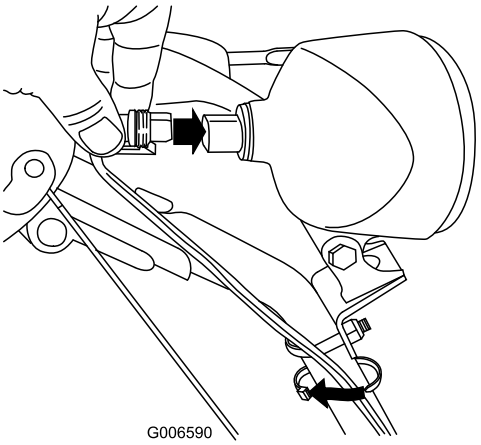

Figur 62
6. Sæt ledningsstikket ind bag på forlygten, indtil det sidder korrekt fast (Figur 62).